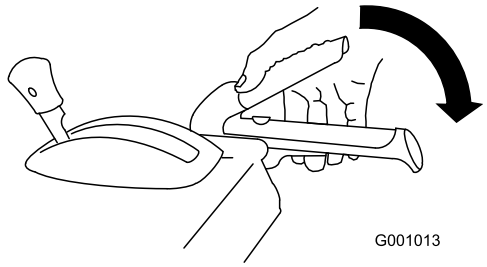

Bild 39
2. Kuppeln Sie den Räumwerk-/Impellerhebel ein und halten ihn fest (Bild 39).